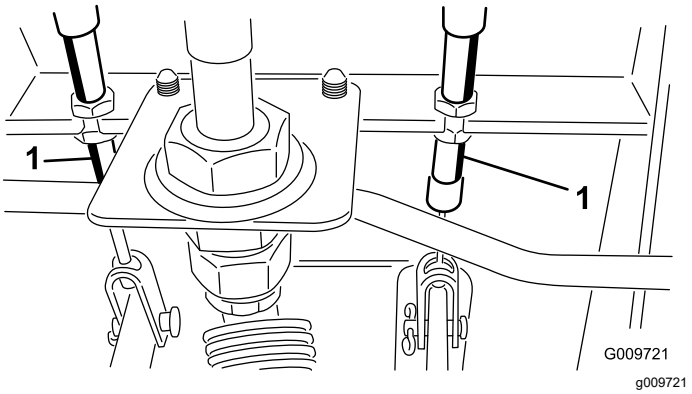

Figur 113
A. Løsn den forreste møtrik på bremsekablets gevind-ende (Figur 113).